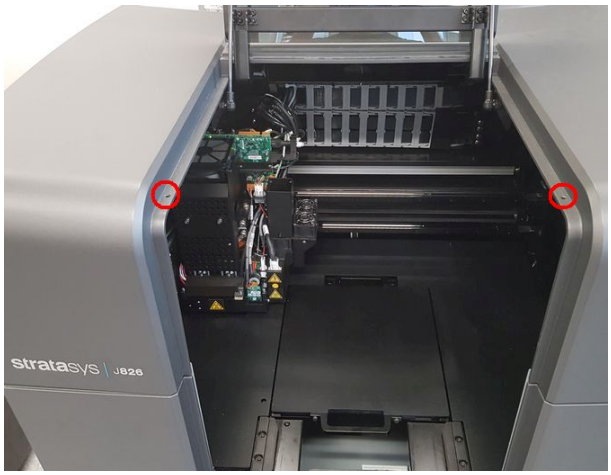

Figure 4-130 Screws removed from printer top
29. Secure the printer top with the screws (see Figure 4-130 on page 4-84).